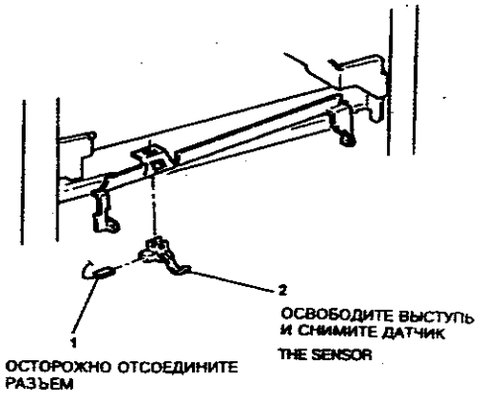

**Рисунок 2. Снятие датчика подачи из дуплексного лотка**
1. (Рисунок 2) Снимите датчик подачи дуплексного лотка.